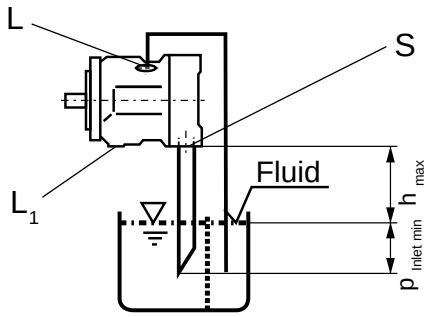

Fig. 4
b) If the minimum fluid level is equal to or below the top of the pump pipe ports "L", "$L_1$" and possiby "S" according to Fig. 4. Conditions according to 1.2.1.
a) For mounting above tank see Fig. 4.